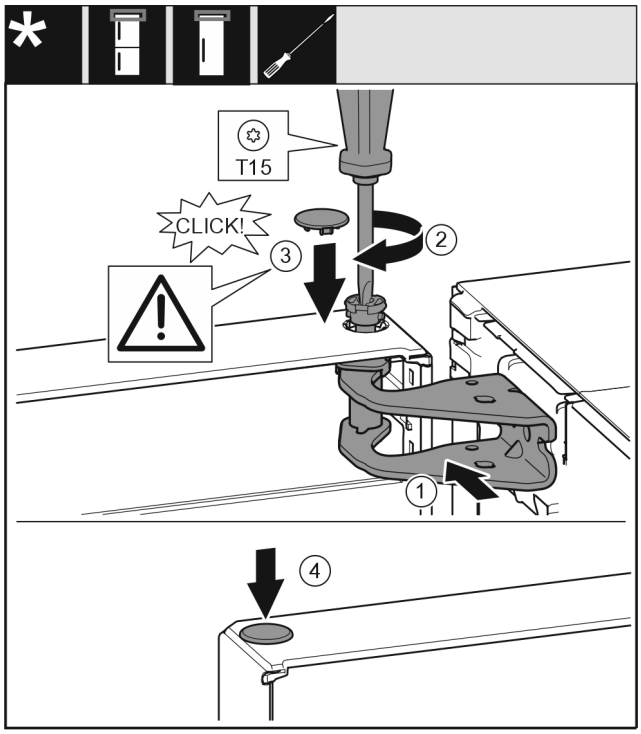

*Fig. 27*
- ▶ Deur boven naar de opening in het lagerbok *Fig. 27 (1)* uitlijnen.
- ▶ Bouten *Fig. 27 (2)* insteken en met een schroevendraaier vastschroeven.
- ▶ Afdekking *Fig. 27 (3)* plaatsen.
- ▶ Controleer of de afdekking *Fig. 27 (3)* tegen de deur ligt.
- ▶ Afdekking *Fig. 27 (4)* plaatsen.